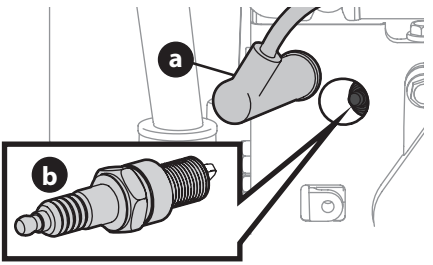

Figura 13
1. Retire la funda de la bujía (a) y utilice una llave para bujías para extraer la bujía (b) (Figura 13).